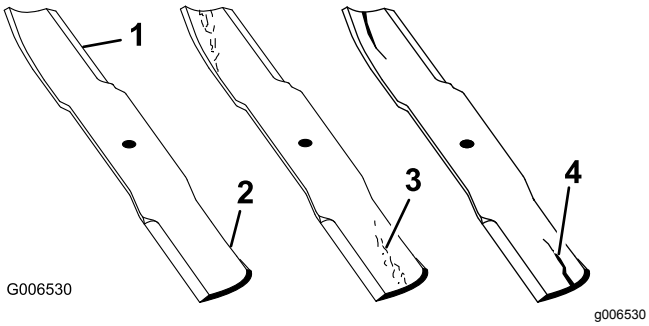

Figur 145
2. Undersøg omhyggeligt skæreknivens skær (især der hvor den flade side og den buede side mødes), som vist i Figur 145.
Bemærk: Da sand og slibematerialer kan bortslide det metal, der forbinder den flade og den buede side af skærekniven, skal skærekniven kontrolleres, før plæneklipperen anvendes. Hvis du bemærker tegn på slid, skal skærekniven udskiftes (Figur 145).